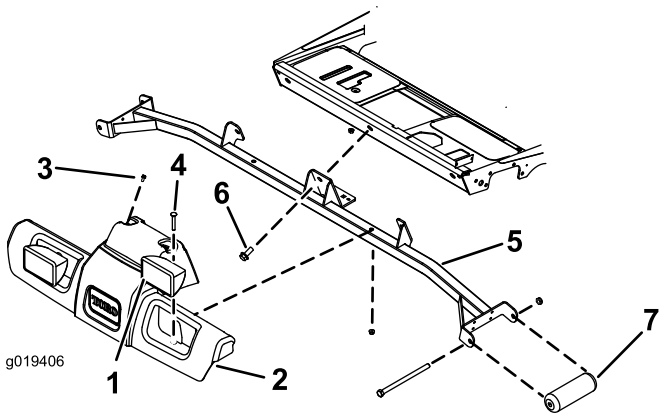

Figure 2
1. Débranchez les connecteurs de câble de phare du faisceau de câblage du groupe de déplacement (Figure 2).
2. Retirez les (2) vis qui fixent le haut du carénage de la plate-forme au groupe de déplacement (Figure 2). Conservez les vis.
3. Retirez les (2) boulons de carrosserie et les écrous qui fixent les phares et le carénage de la plate-forme au support (Figure 2). Conservez les boulons et écrous.
4. Retirez le carénage de la plate-forme du support (Figure 2).
5. Enlevez les (3) vis qui fixent le support au cadre du groupe de déplacement (Figure 2). Conservez les vis pour le remontage.
6. Retirez les vis et écrous qui fixent les rouleaux avant au support (Figure 2). Conservez les vis, écrous et rouleaux, mais mettez le support au rebut.
8. Montez le support sur le cadre du groupe de déplacement avec les (3) vis retirées précédemment (Figure 2).
9. Mettez en place le carénage de la plate-forme et les phares sur le support et le groupe de déplacement en alignant les trous de montage (Figure 2).
10. Montez le carénage de la plate-forme et les phares sur le support avec les boulons et écrous retirés précédemment (Figure 2).
11. Montez le haut du carénage de la plate-forme sur le groupe de déplacement avec les vis retirées précédemment (Figure 2).